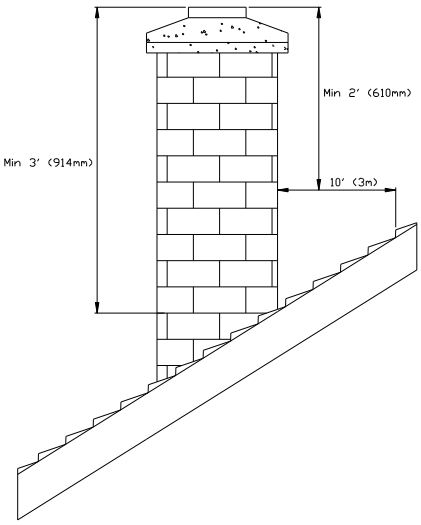

FIGURE 3.2 Hauteur minimum de la cheminée
- La cheminée doit dépasser le toit d'au moins 0,9 m (3 pi) du point de contact le plus élevé. Voir figure 3.2.
- La cheminée doit dépasser toute partie du bâtiment ou toute autre obstruction située à une distance d'au plus 3,04 m (10 pi) d'au moins 0,6 m (2 pi). Voir figure 3.2.